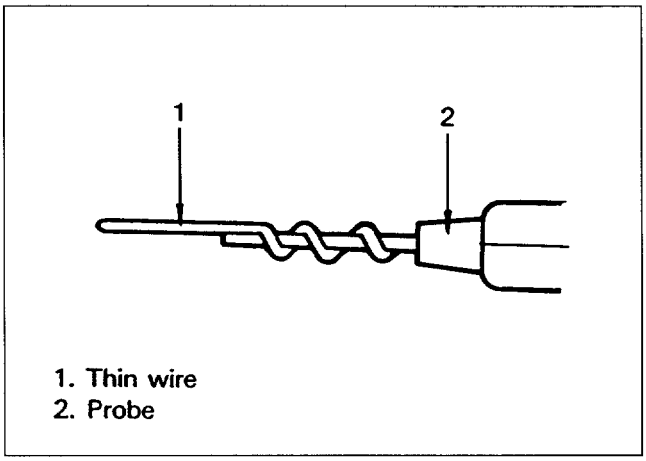

Figure 16. Inspection Tool
Wrap a piece of thin wire (1) around the probe of tester (2) (figure 16).